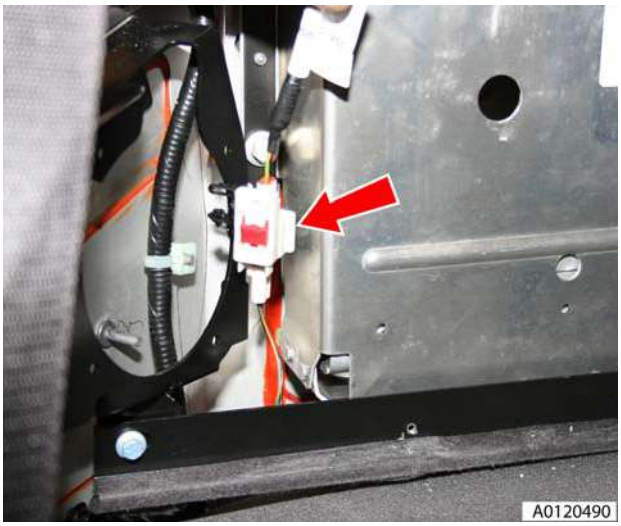

Figure 1
3. Release ROPS multiplug from body and disconnect (see Figure 1).